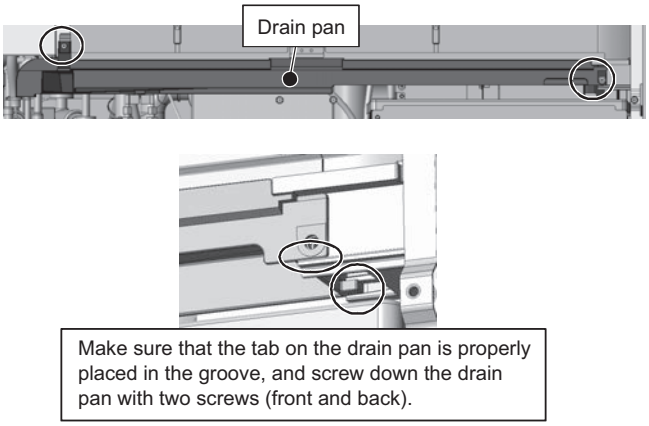

Figure 7
(1) Screw down the drain pan with two screws. (See Figure 7.)